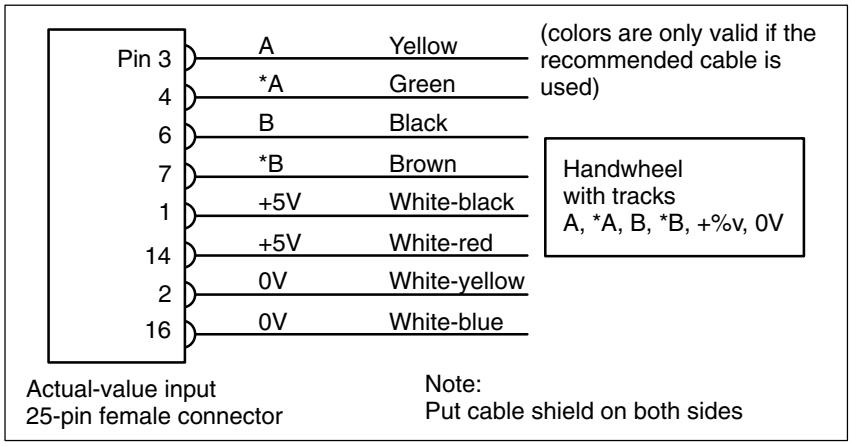

Fig. 2-2 Connecting a handwheel to an actual-value input
- Apply handwheel signals as shown in Fig. 2-2